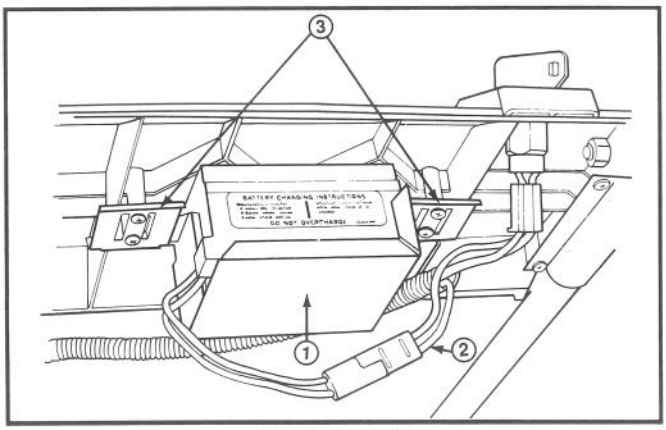

Abbildung 29
1. Den Motor abstellen und die Kabel von der Batterie trennen (Abb. 29).